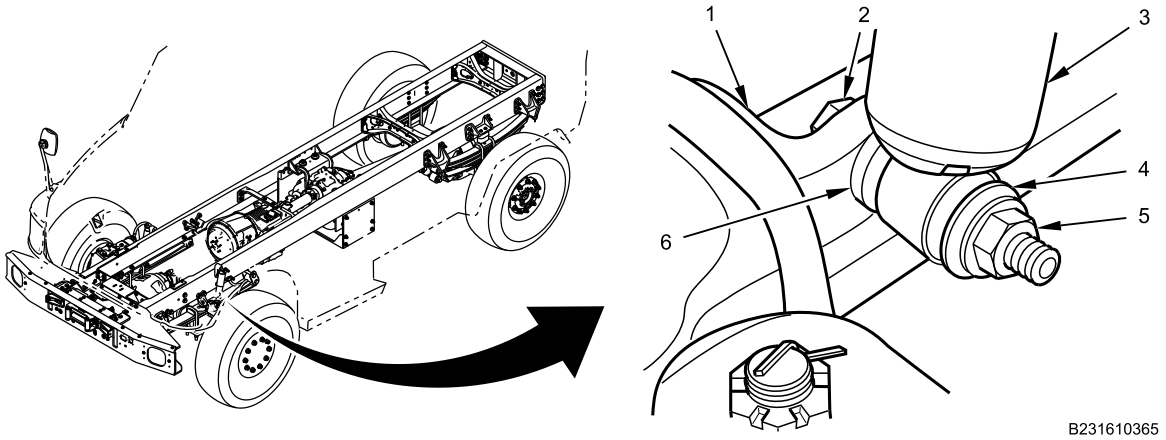

Figure 1. Shock Absorber Lower Mount.
1. Remove shock absorber nut (Figure 1, Item 5), washer (Figure 1, Item 4), bolt (Figure 1, Item 2), washer (Figure 1, Item 6), and shock absorber (Figure 1, Item 3) from U-bolt seat (Figure 1, Item 1).